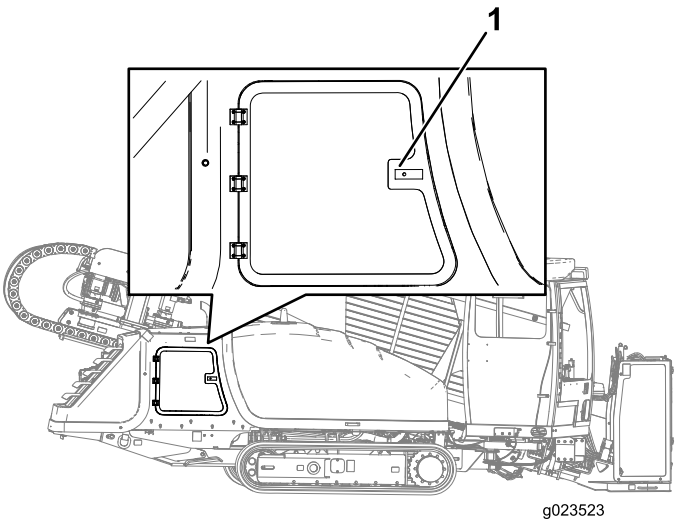

Rysunek 69
2. Nacisnąć lewą stronę uchwytu drzwiczek i po zwolnieniu uchwytu pociągnąć drzwiczki, aby je otworzyć (Rysunek 69).